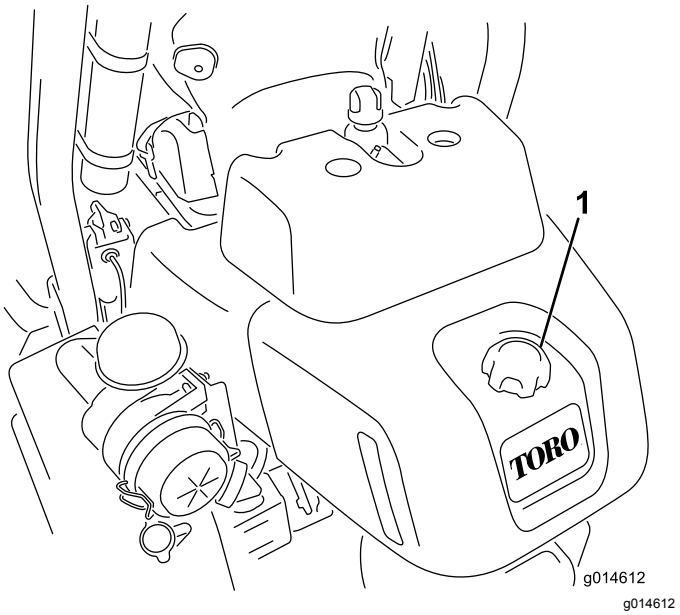

Figur 22
1. Rengør området rundt om brændstoftankens dæksel (Figur 22).